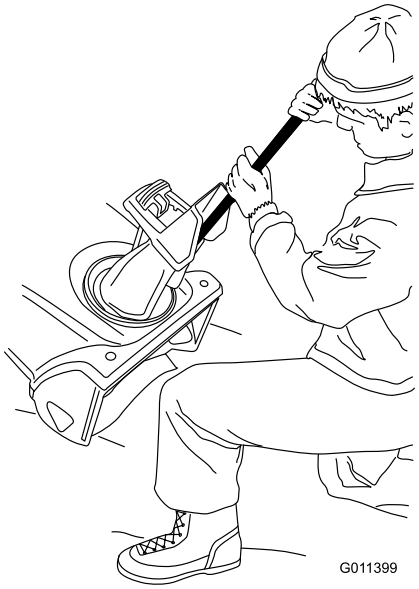

Figur 24
- Brug altid renseværktøj og ikke dine hænder (Figur 24).